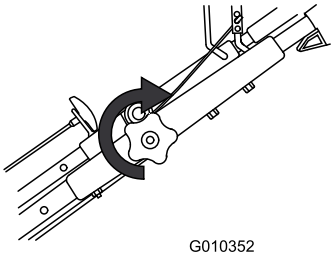

Figur 17
3. Stram øvre håndtaksknott så mye som mulig (Figur 17).